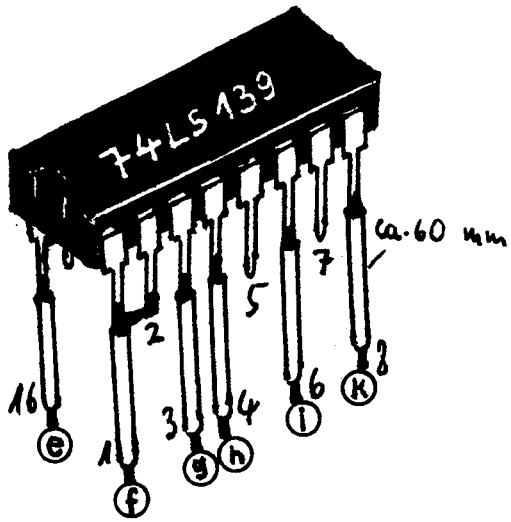

Abbildung 28
5. Schneiden Sie sich nun sechs ca. 60 mm lange Stücke dünner isolierter Litze zurecht. Löten Sie je eines an die in Abb. 28 gezeigten Anschlüsse des 74LS139. Die Pins 1 und 2 müssen verbunden werden.